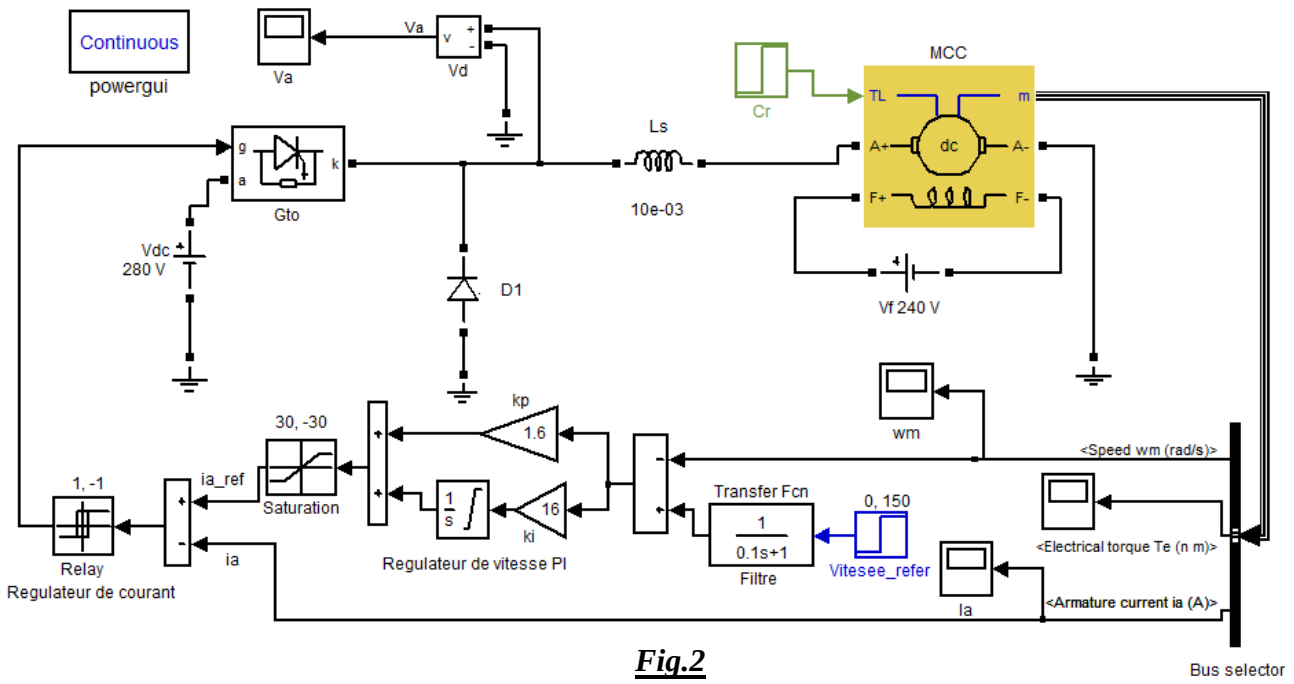

***Fig.2***
- Simuler et relever l'allure du courant Ia, la vitesse wm, la tension Va de la **Fig.2.** La vitesse de référence est de 150 rd/s, pour le PI (kp = 1.6 ; ki = 16).